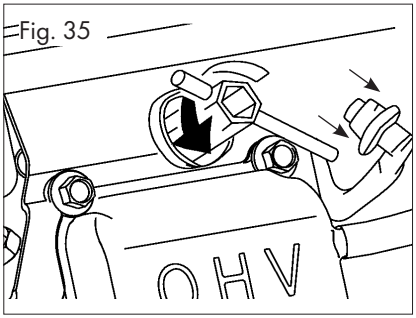

Fig. 35
- Loosen the spark plug using the spark plug wrench, Fig. 35.